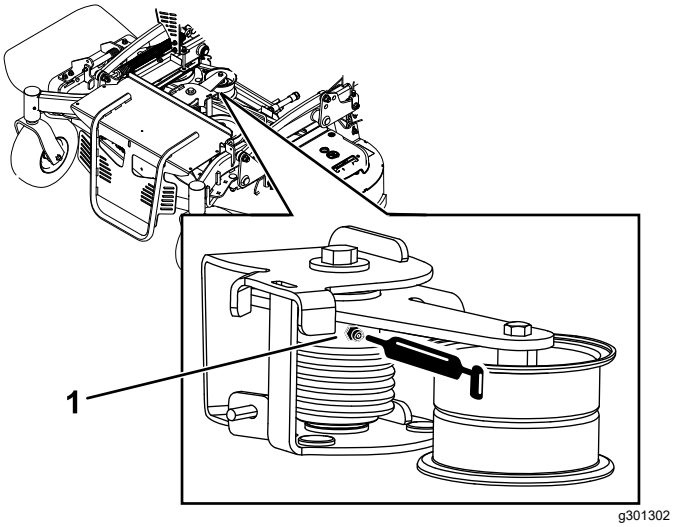

Figura 35
2. Engrase el brazo tensor de la carcasa de corte, usando grasa para altas temperaturas, en el engrasador indicado en Figura 35.